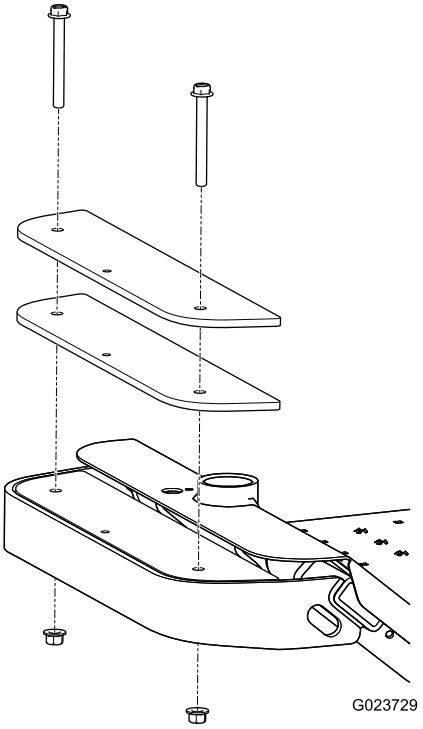

Figur 13
1. Fjern de to boltene og mutrene som fester de eksisterende vektene foran på maskinen (Figur 13).